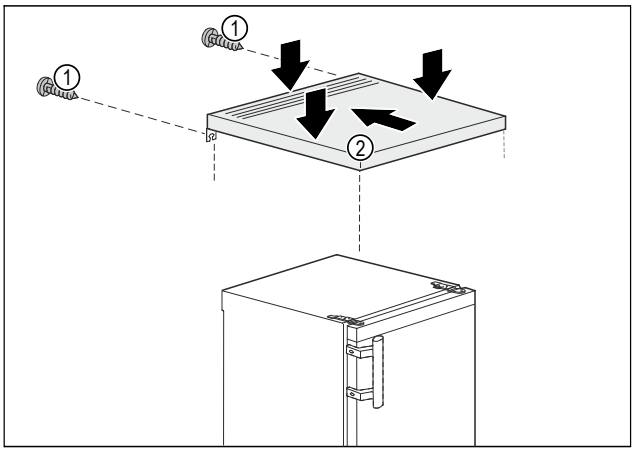

Fig. 4
▶ Legg bordplaten *Fig. 4 (2)* på apparatet.
▶ Skyv bordplaten *Fig. 4 (2)* bakover.
▶ Trykk ned bordplaten *Fig. 4 (2)* bak.
▶ Skru fast skruene *Fig. 4 (1)* på baksiden.
▷ Bordplaten *Fig. 4 (2)* er montert.